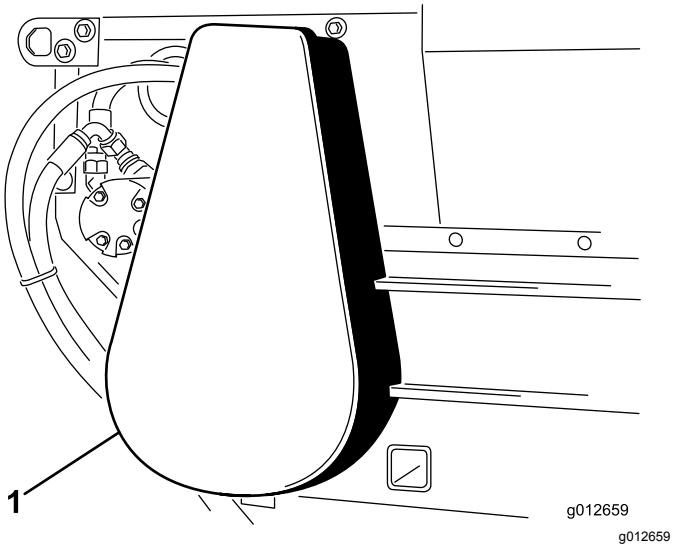

Figur 23
1. Fjern kjededekslet (Figur 23).